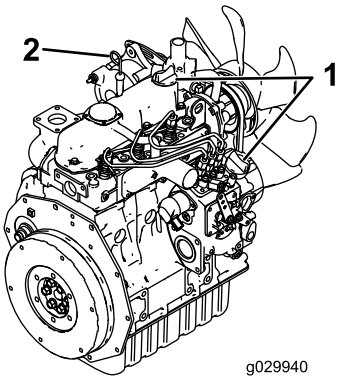

Figuur 25
4. Reinig de omgeving van de oliepeilstok en de olievuldop (Figuur 25).